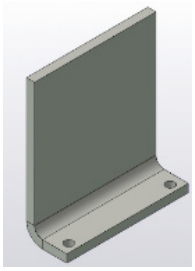

Рис. 1.20
8. Выделите курсором верхнюю грань внизу угольника. На панели Элементы тела выберите Отверстие в листовом теле, далее на вкладке Параметры укажите: Координаты X **25**; Y **–4**; Диаметр **4,5**. После этого нажмите Создать объект ✓, чтобы получить показанное изображение (рис. 1.20).